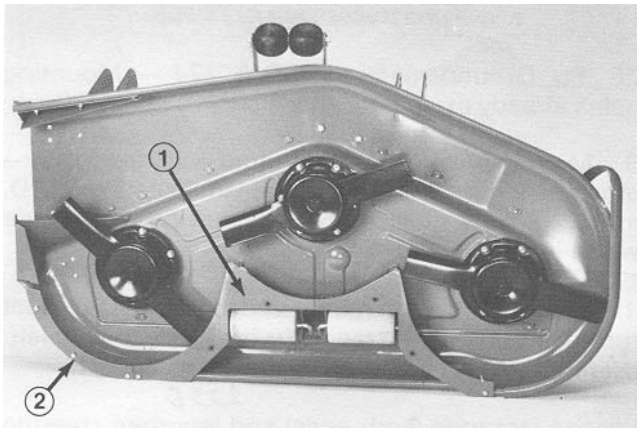

Figure 10
8. Position center ring baffle on deck (Fig. 10). Using a long thin pencil or punch, mark (4) mounting holes in deck. Holes may already be in deck.
9. Drill (4)13/32” holes in deck, if required.
10. Mount center baffle to deck with (4) 3/8 – 16 x 1 ” lg. capscrews and lockwashers (Fig. 10).
12. Secure baffle to edge of deck with (2) 1/4 – 20 x 3/4” lg. capscrews and locknuts (Fig. 10).
13. Align right ring baffle with end of center baffle and edge of deck (Fig. 10). Mark and drill (3) 9/32” dia. holes in center of curved edge of deck.
14. Secure right baffle to deck with (3) 1/4 – 20 x 3/4” lg. capscrews and locknuts.